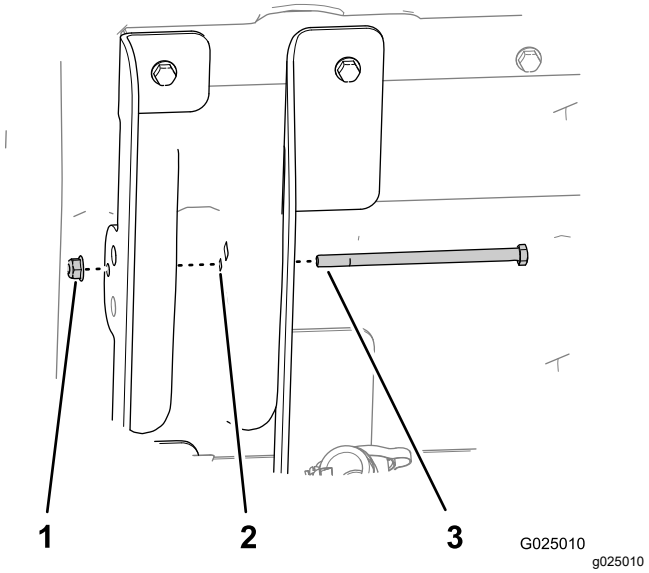

Figur 6
7. För in sexkantsskruven (5/16 x 5 ½ tum) genom ett 8 mm (5/16 tum) stort hål i det inre lyftfästet (långa flänsar), flaket och det yttre flaklyftfästet (korta flänsar) enligt Figur 6.
8. Fäst skruven med flänsmuttern (5/16 tum) och dra åt för hand (Figur 6).
11. Dra åt flänsmuttern som håller skruven (5/16 tum) på plats tills den sitter fast ordentligt (Figur 6).